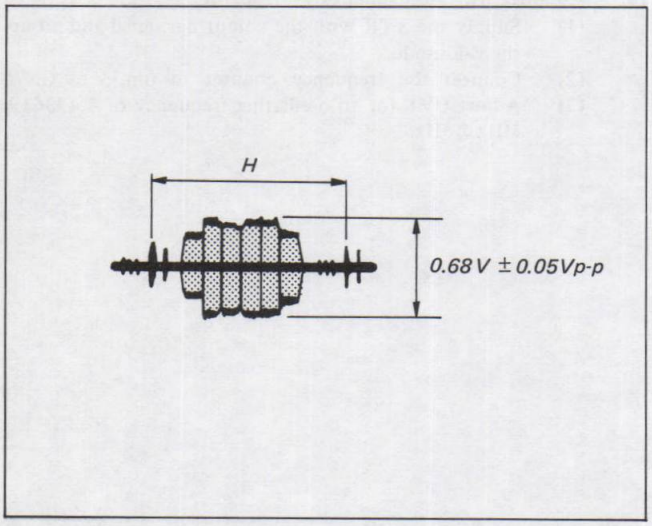

Fig. 5-34. ACC adjustment
(1) Supply the VTR with the colour bar signal and set up the E-E mode.
(2) Connect the oscilloscope to pin 24 of IC008.
(3) Adjust RV010 for 0.68V ± 0.05Vp-p. (See Fig. 5-34.)